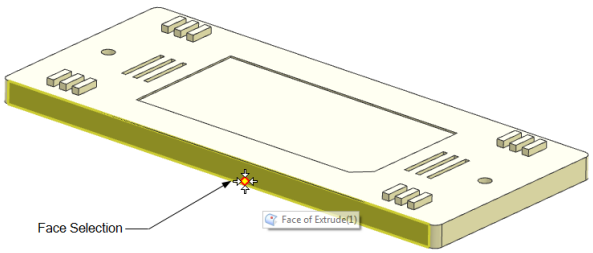

Figure 2-15 *The rotated view of the model for gate placement*
12. Select the **Point on Face** option from the **Type** drop-down list; you are prompted to specify the point location on the desired face. The rotated view of the model indicating point location for gate placement is shown in Figure 2-15.